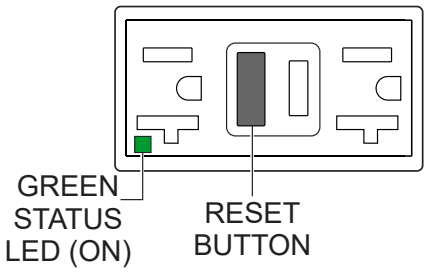

Figure 64. GFCI Receptacle (ON/Restore)
5. Press the **RESET** button (Figure 64) to restore power to the GFCI receptacle and verify that the status LED is **ON (GREEN)**.